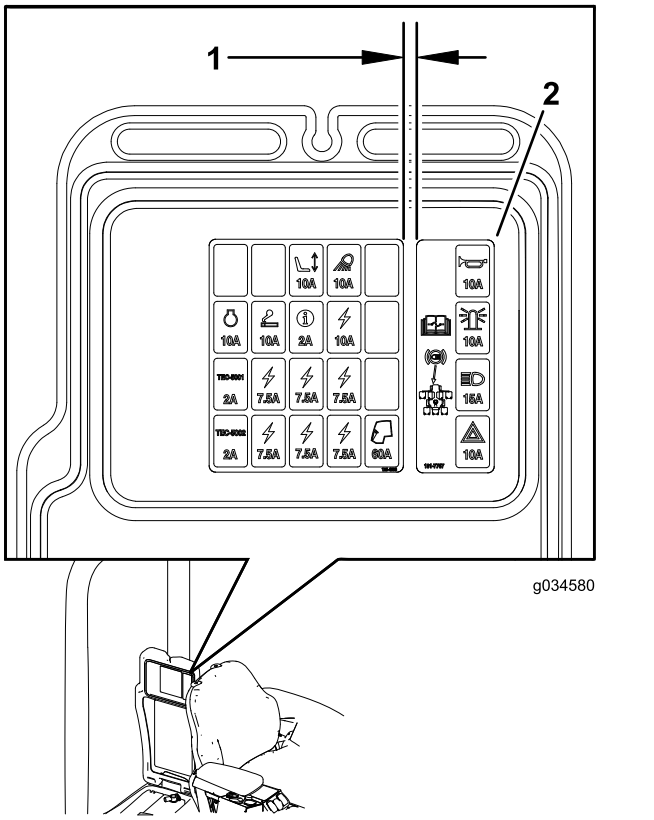

Figur 33
2. Monter sikringsdåsens mærkat på opbevaringskassens dæksel (Figur 33).